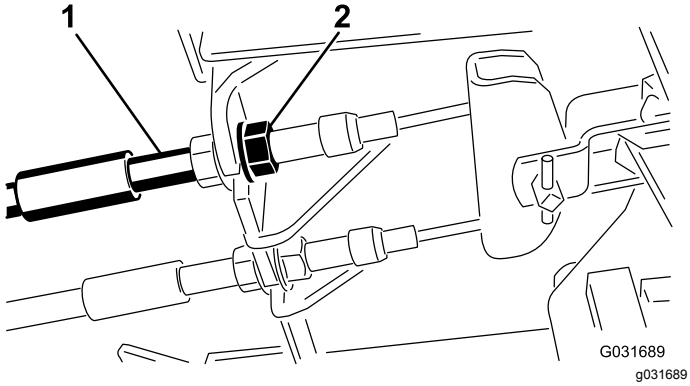

Figur 52
1. Tilspænd bremserne for at reducere bremsepedalernes frie vandring ved at løsne den forreste møtrik på bremsekablets gevindende (Figur 52).